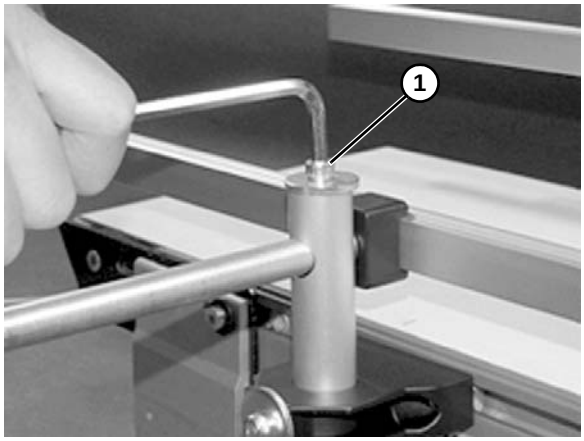

Abbildung 41
6. Schienenbreite mit der oberen Schraube einstellen **(Abbildung 41, Teil 1)**.